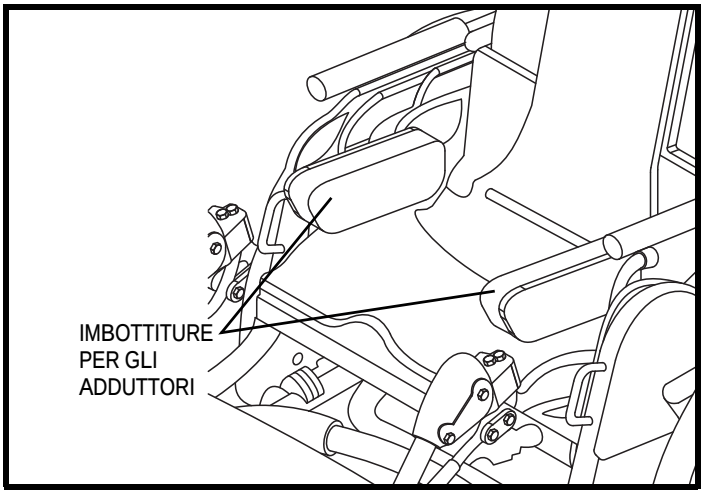

Figura 36. Regolazione dell'ampiezza dell'anca di Kids ROCK 2 e ROCK 3
4. La larghezze delle anche si può regolare aggiungendo o eliminando gli strati di gommapiuma da 0,64 cm dai rivestimenti degli adduttori. **Vedere la figura 36**.